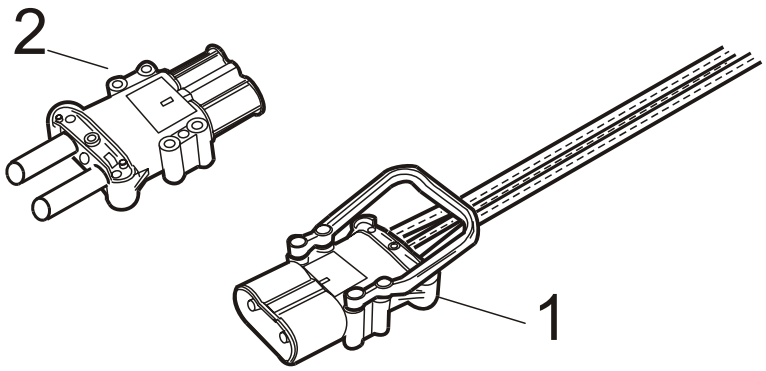

Fig. 31 Ladegerätadapter
- Der Ladegerätadapter Fig. 31 (1) gehört zur Batterie.
- Entfernen Sie den Ladegerätadapter Fig. 31 (2).